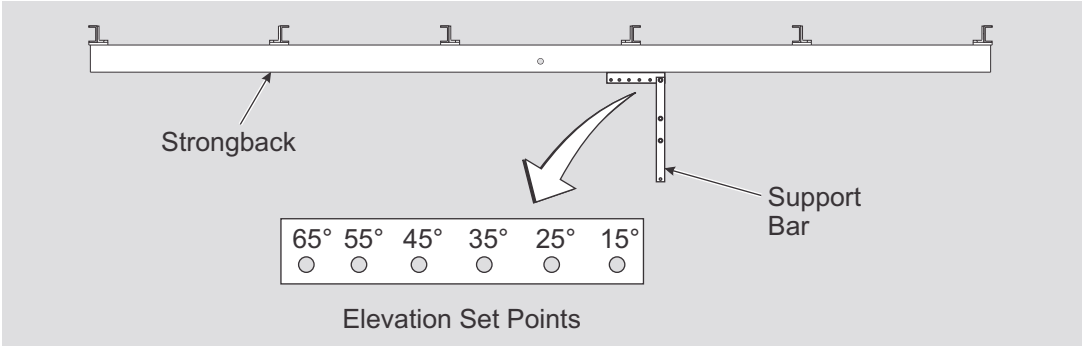

Figure 7-2: Setting the Tilt Angle
B. Tilt the rack to the desired elevation angle (15°, 25°, 35°, 45°, 55°, or 65°) and re-attach the Support Bar to the Strongback placing the 1/2” hardware in the appropriate hole matching the desired elevation. **Torque to 72-80 ft.-lbs.** (See Figure 7-2)